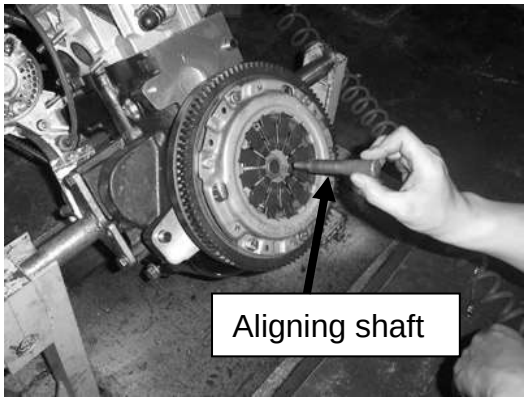
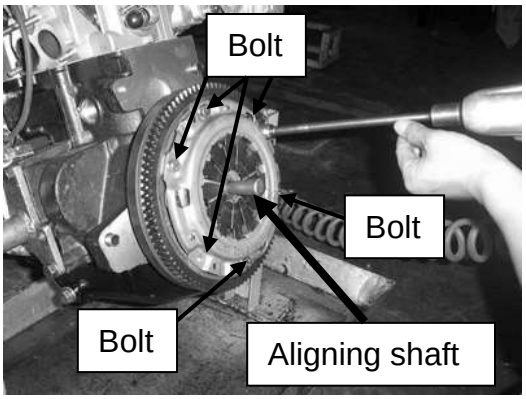

Figure 40
Figure 39
5. Insert the aligning shaft into hole (**See** Figure 40). Remove six bolts on the pressing plate of clutch (**See** Figure 39)